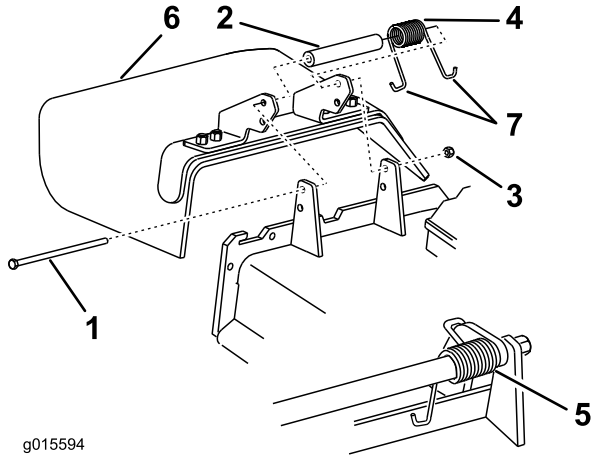

Figuur 98
1. Verwijder de borgmoer, bout, veer en afstandsstuk waarmee de bevestigingen van de grasgeleider vastzitten op de draaibeugels (Figuur 98). Verwijder een beschadigde of versleten grasgeleider.
Opmerking: Zorg ervoor dat één **J**-vormige einde van de veer is gemonteerd achter de rand van het maaidek voordat u de bout plaatst zoals wordt aangegeven in Figuur 98.
3. Monteer de bout en de moer. Plaats één **J**-vormig haakeind van de veer om de grasgeleider (Figuur 98).